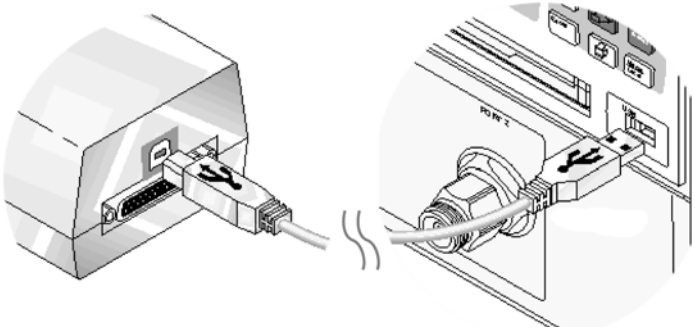

Figure 43 Connecting Calibration Module's USB Cable
4. Connect a USB cable between the calibration module and one of the VNA's front or rear-panel USB connectors as shown in Figure 43.